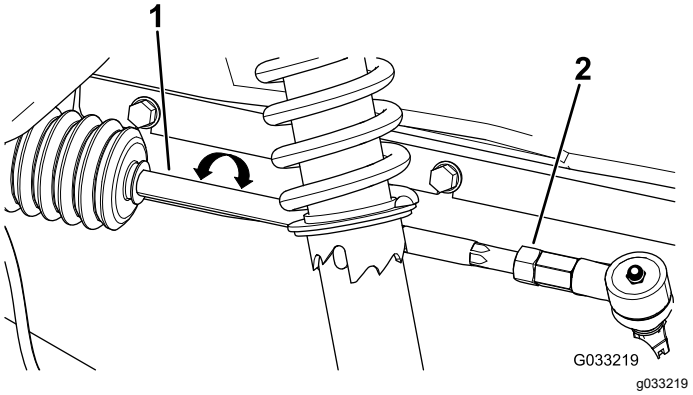

Figuur 49
3. Als deze afstand buiten het bereik van 0 tot 6 mm valt, moet u de contramoeren aan het uiteinde van de spoorstangen losdraaien (Figuur 49).